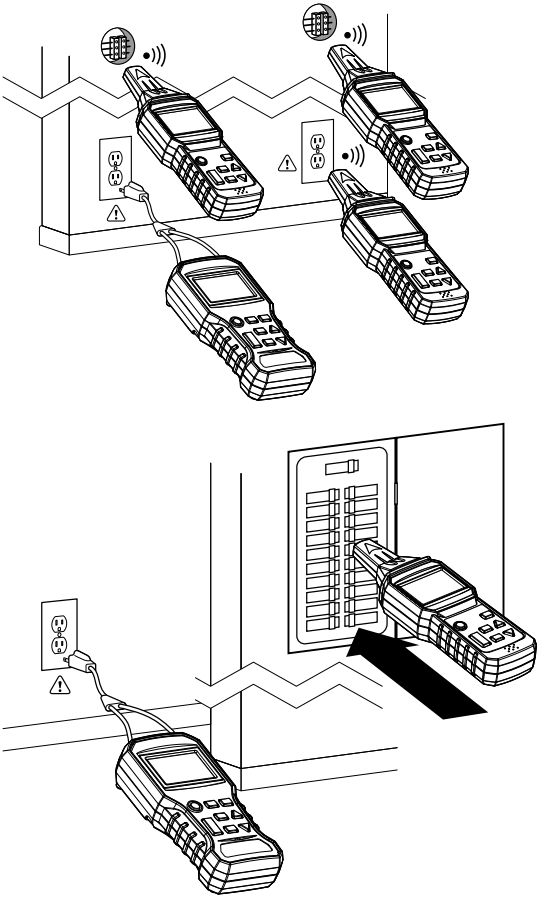

Figura 3 Dois exemplos de correspondência de pontos conectados em um circuito.
4. Consulte a Figura 3 na seção ilustrações do aplicativo para obter exemplos.